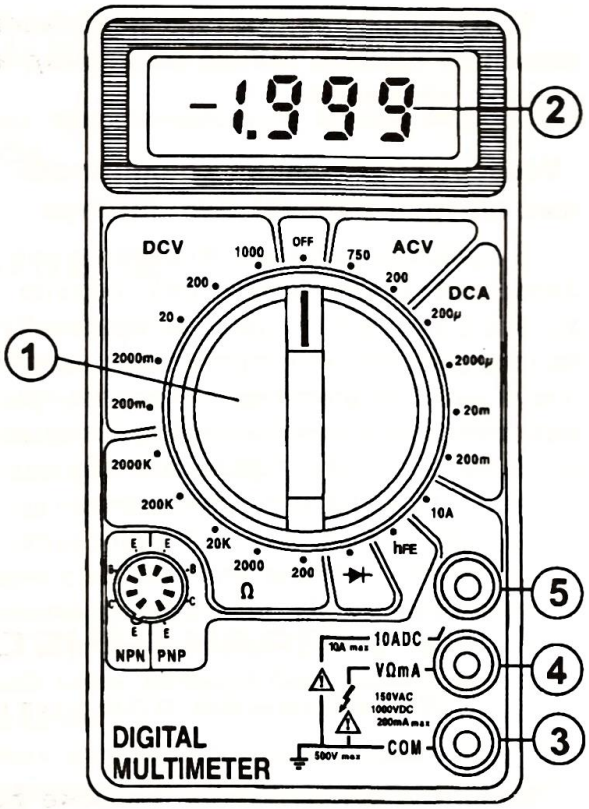

Рис. 1
Мультиметры серии М83 (830A, 830B, 830C, 830D, 831, 832, 833, 835, 837, 838) (рис. 1) представляют собой портативный (70x126x24 мм, 170 г) электроизмерительный прибор с цифровым мультиметром с 3,5-разрядным жидкокристаллическим индикатором (дисплеем) (2) (максимальное число 1999) с батарейным питанием.